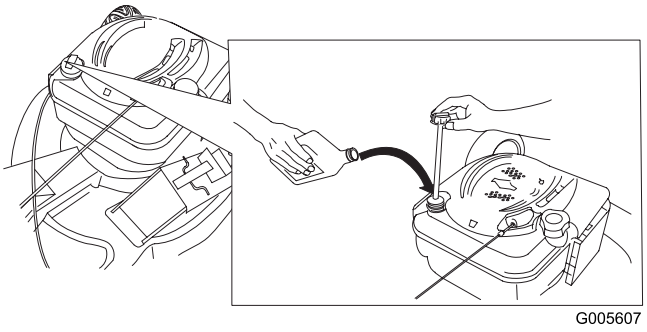

Figur 13
1. Ta ut oljestickan, torka av den och sätt sedan tillbaka den ordentligt (Figur 13).